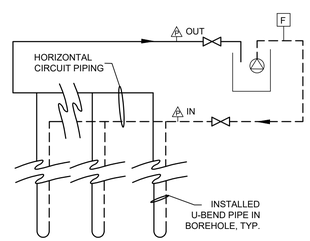

FIGURE 2: GHX MODULE FLOW PRESSURE DROP AND HYDROSTATIC TEST SETUP
- 2.1. REFER TO FIGURE 2 BELOW FOR THE TEST SETUP.